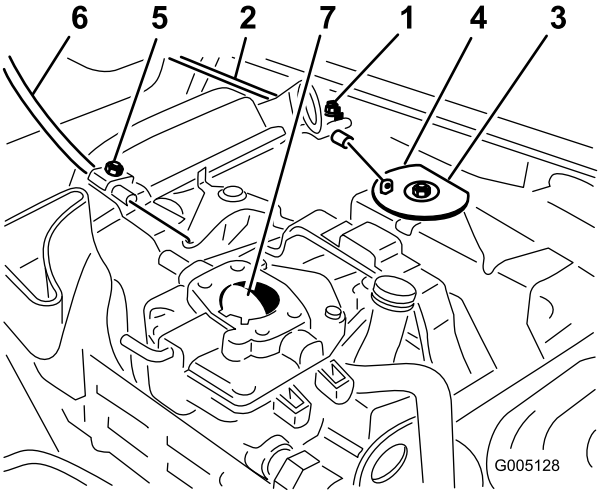

Figur 46
1. Lossa skruven på kabelklämman som fäster kabeln vid motorn (Figur 46).
3. Dra hårt i gasvajern tills lekarens baksida rör vid stoppet (Figur 46).
3. Dra hårt i chokevajern tills chokeregleringsspjället är helt stängt, och dra sedan åt skruven på kabelklämman (Figur 46).